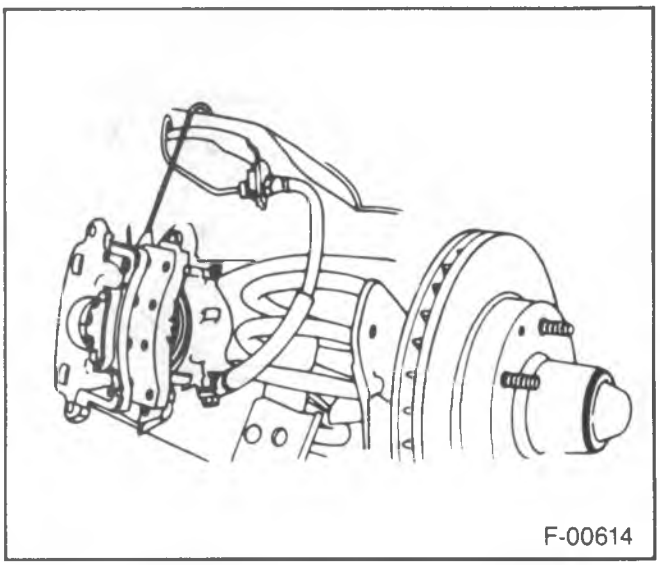

Figure 6—Suspending the Caliper During Service
- Suspend the caliper from the suspension (figure 6).